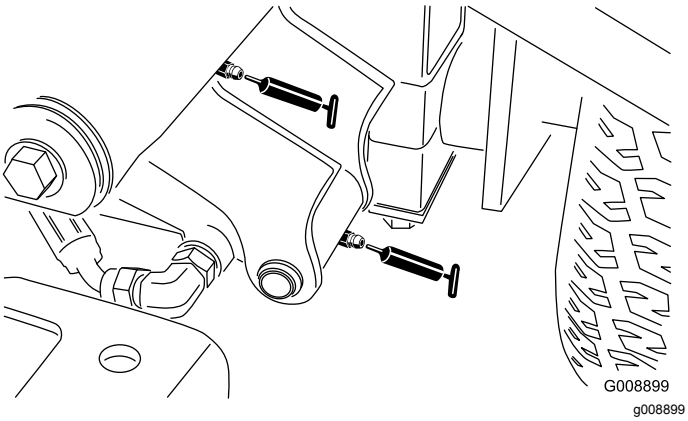

Rysunek 54
- Oś i siłownik przedniego lewego ramienia podnoszącego (2) (Rysunek 54)